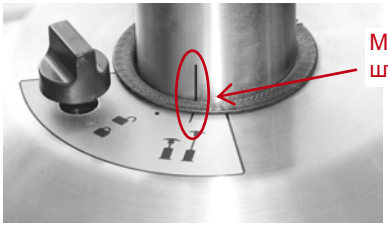
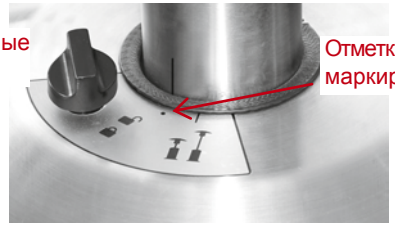

Рисунок 1
Рисунок 2
**Установка:** Установите переключатель на символ "открыто" и обратите при подъеме штока внимание на то, чтобы маркировочные штрихи находилась на одной линии (рисунок 1). Вращайте теперь шток по часовой стрелке до тех пор, пока линия маркировки не окажется над отметкой маркировки. Должен послышаться щелчок и кнопка переключится в положение "закрыто" (рисунок 2). Шток обогревателя теперь закреплен и обогреватель готов к эксплуатации.